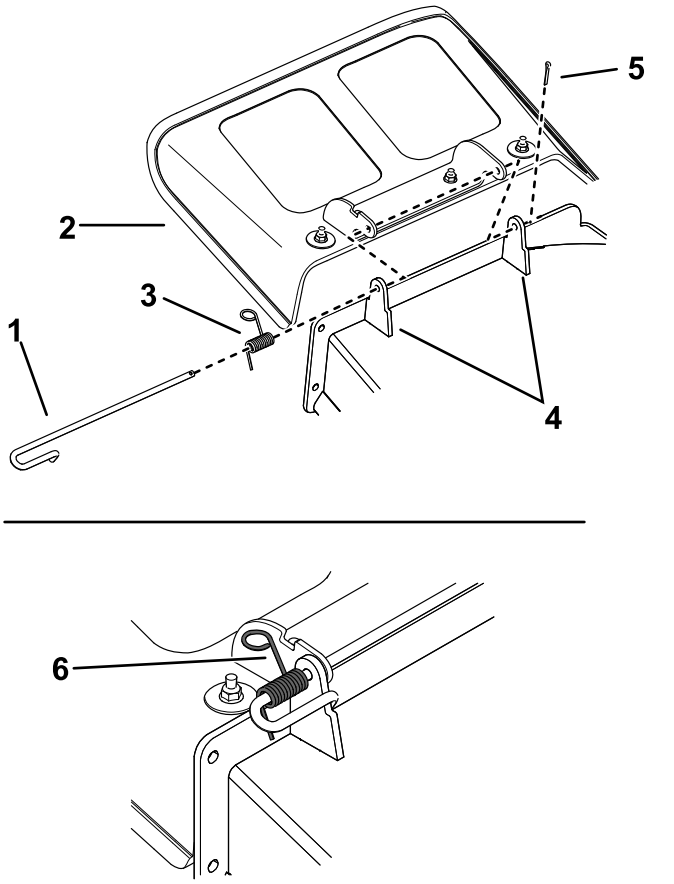

Figuur 77
1. Verwijder de borgpen uit het uiteinde van de stang (Figuur 77).
2. Koppel de veer los van de inkeping in de geleiderbeugel en schuif de stang uit de gelaste maaidekbeugels, veer en grasgeleider (Figuur 77).
9. Monteer de borgpen in het uiteinde van de stang (Figuur 77).